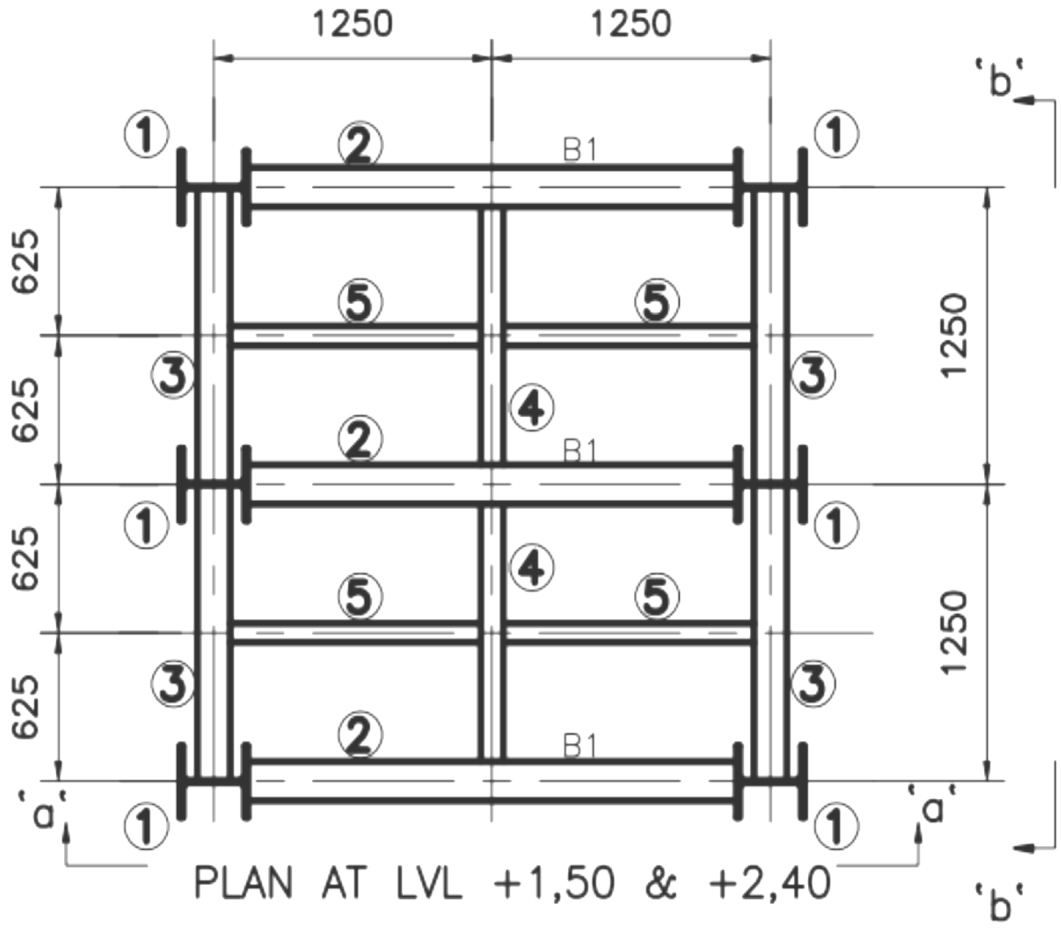

FIGUUR 1
2.2 Verwys na FIGUUR 1, DIAGRAMBLAD 1, en teken 'n konstruksieplan van die staalstruktuur soos aangedui.